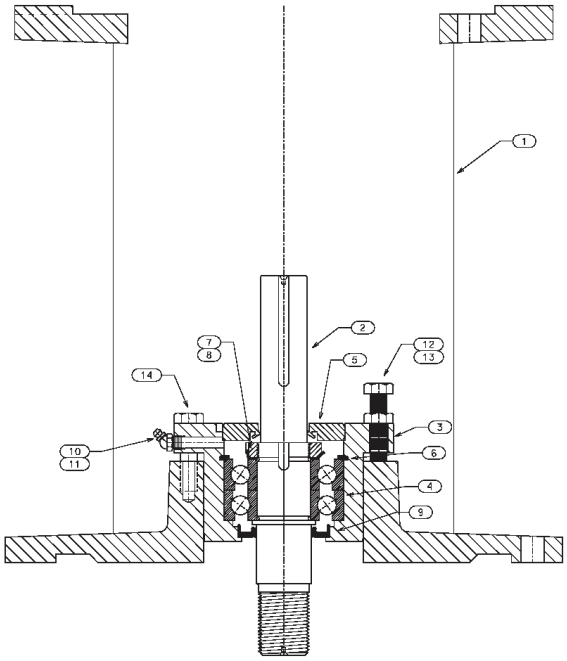

***Figure 18 – Grease Lubricated Thrust Pot***
2. Using the lifting lugs on the motor, carefully lower the motor onto to the motor stand of the thrust pot (See Figure 18) and align the bolt holes.
**NOTE: Be sure the relief fitting (#11 in Figure 18) is clear of paint or any other obstructive material. Otherwise it will cause premature failure of the thrust pot and is not covered under warranty.**